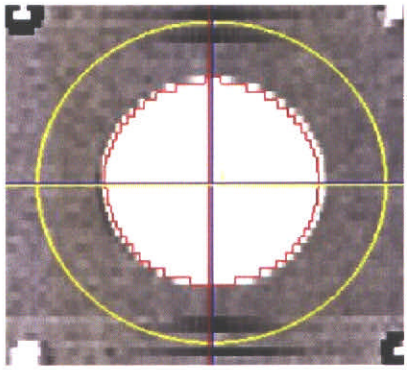

Figure 5-11 Align
11. Use couch to align the shadow phantom (*Figure 5-11 Align, page 18*). Get the error on each axis less than 0.5 mm and 0.5 degrees.